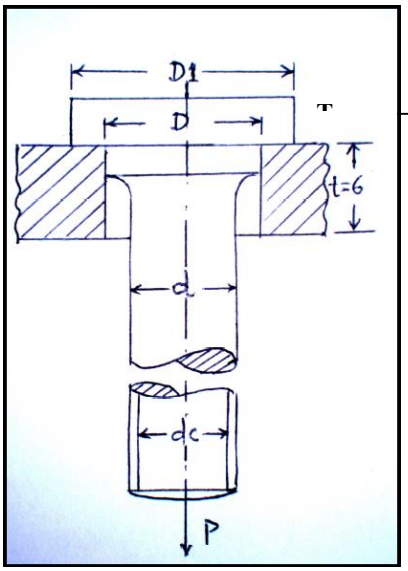

figure-1. Q-2 (a)
**Q.2** **(a)** A bolt of diameter d is enlarged near its head to a diameter D. The head is cylindrical having diameter D1 and thickness T as shown in figure-1. The bolt when fixed in a structure having 6 mm plate thickness t , takes a tensile load of P=30 KN. Determine the dimensions d, D, D1 of the bolt using design stresses for the material of bolt as: **07**